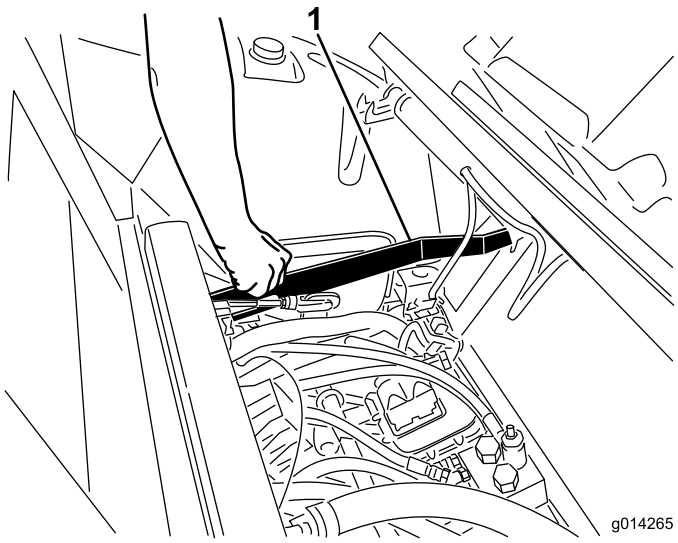

Figura 13
1. Empurre para cima a barra de libertação do banco e baixe o banco para a posição de bloqueado (Figura 13).